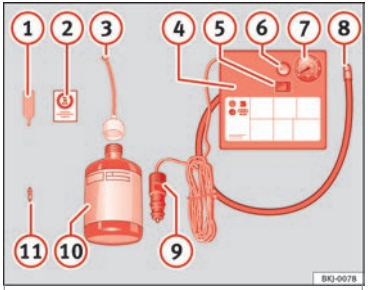

**Fig. 107** Standard representation: contents of the anti-puncture kit.
The anti-puncture kit is located underneath the floor covering in the luggage compartment. It includes the following components ››› **Fig. 107**:
Screw in the inflator tube ››› **Fig. 107** (8) again and check the pressure on the gauge (7).